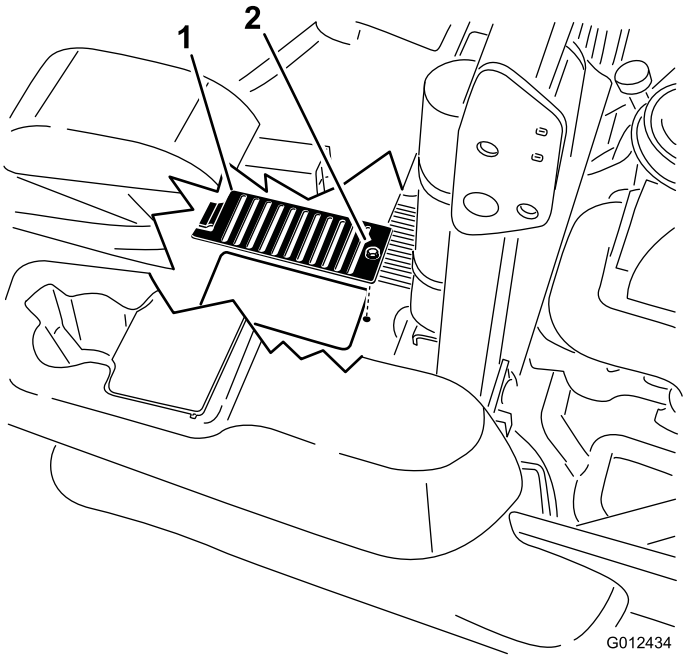

Figuur 67
6. Verwijder de bout en de kap van de peilstokken. Reinig rond de peilstok en de hydraulische eenheid (Figuur 67).